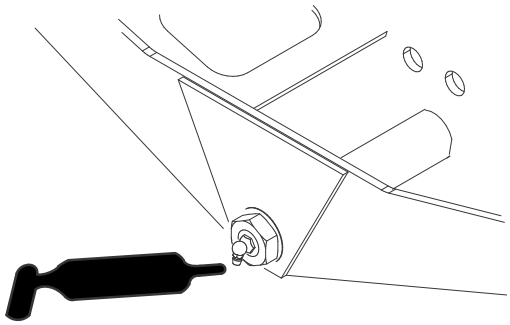

Figur 81
- Akselstyringsdreietapp (1) (Figur 81)